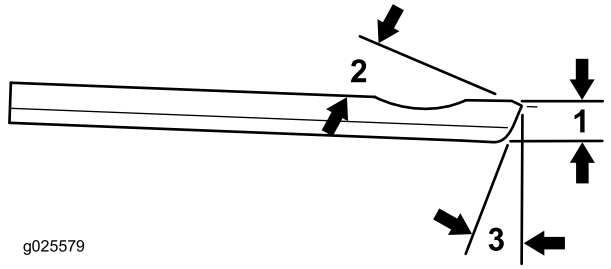

**Figuur 22**
**Aanbevolen slijphoeken voor bovenkant en voorzijde snijplaat (Figuur 22)**